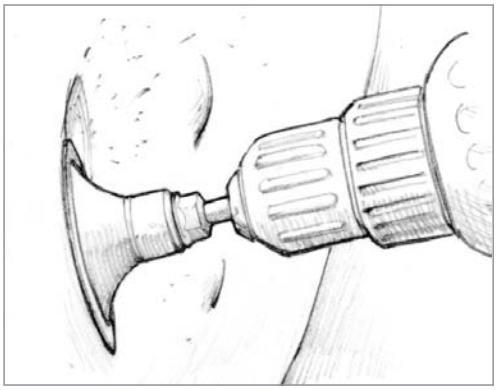

Figure 2-1 *Use a small rotary tool chucked into a variable-speed drill to open the blisters.*
2. Immediately open the blister cavities. Use a small sanding disk (such as 3M's Rolock™ 2" diameter sanding disk) with 60-grit sandpaper, chucked into a variable-speed drill *(Figure 2-1)*. Make sure that you have removed the entire blister, including the edges of the blister dome. *Complete the repair following the procedures in Section 4.1.*